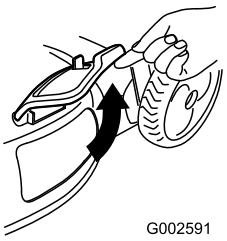

Figure 40
2. Lift open the side discharge door (Figure 40).